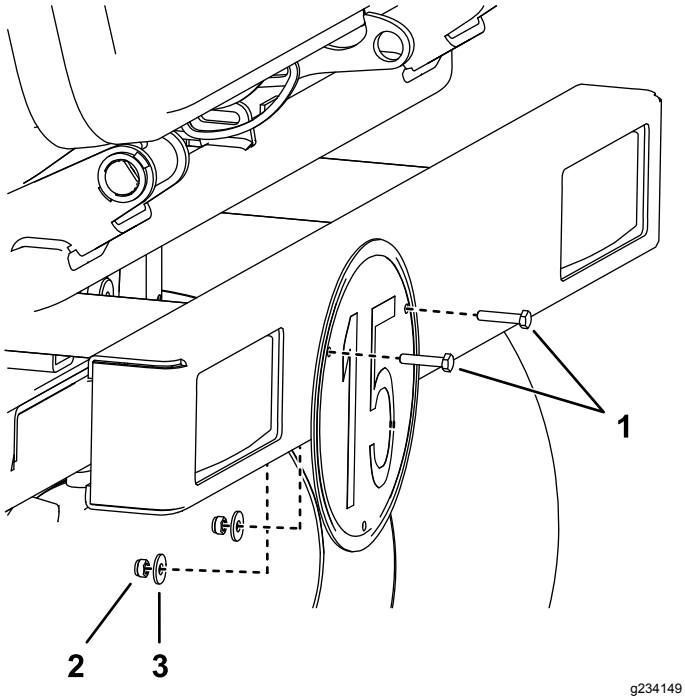

Figure 2
4. Install the decal sign to the rear bumper using the bolts, washers, locknuts, and bolt caps (Figure 2).